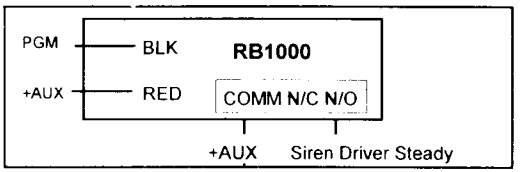

**FIGURE 3** Key Fob Chirp Wiring
**(1) Audio Verification** - Program to activate the PGM during reporting. Select specific zones for audio verification by programming the required zones in *PGM Output* [08]. Connect the PGM to the Veriphone trigger low input.
**(2) Access Output** - Activates the PGM output for 5 seconds using the [FUNCTION] [3] command.
**(3) Follow Keypad Sounder** - The following keypad sounds will activate the PGM output: Entry Sounder, Keypad Pulsing Sounder, Keypad Output on Alarm, Chime, Fault Find.
**(4) Key Fob Chirp** - Program to chirp the PGM Output two times when the panel is armed or one time when the panel is disarmed. Wire as shown in Figure 3.